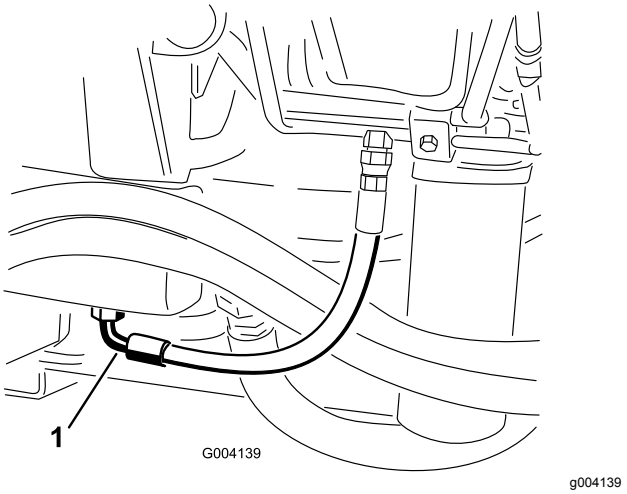

Figur 99
3. Ställ ett stort avtappningskärl under fästet som sitter på hydraultankens undersida (Figur 99).